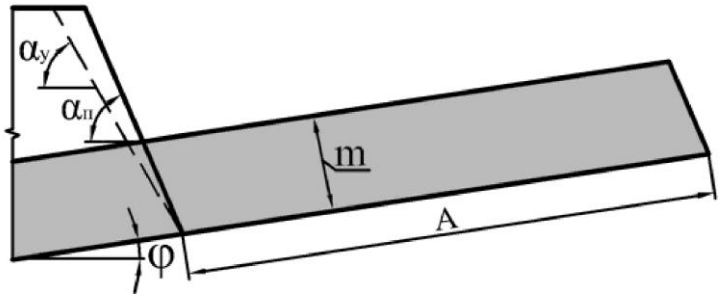

Рис. 3.1 – Параметры заходки по угольному пласту:
**Цель работы.** Изучить технологию разработки пологого пласта прямой механической или гидравлической карьерной лопатой (рис. 3.1).